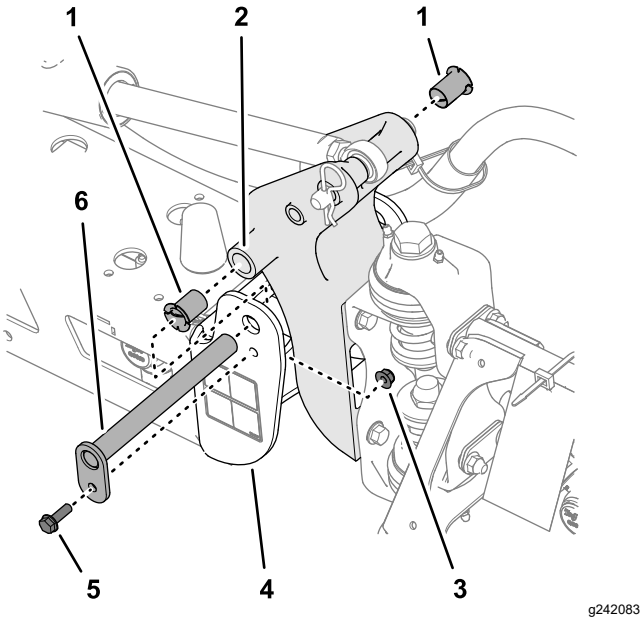

Figure 106
3. Remove the bolt and nut that secure the pivot pin, and remove the pin (Figure 106).
5. Remove and inspect the nylon bushings from the front and back sides of the pivot bracket (Figure 106).
6. Lubricate the nylon bushings with a small amount of oil, and install the bushings into the pivot bracket (Figure 106).
7. Align the holes in the pivot bracket with the holes in the end channel (Figure 106).